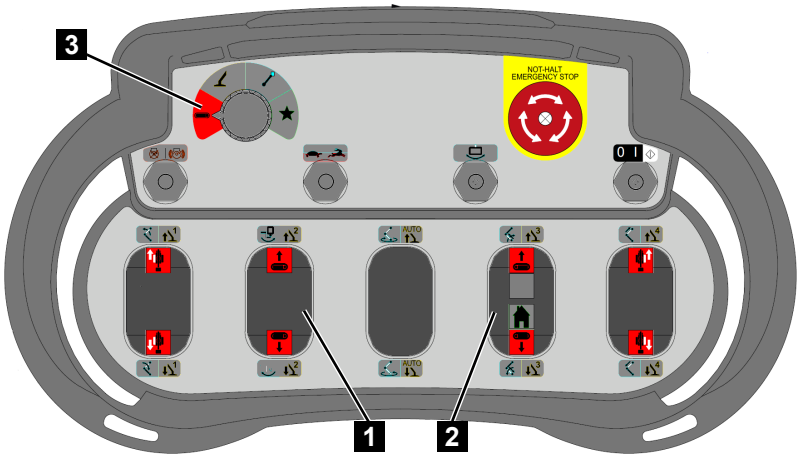

Fig. 117
2. Set the function selection switch on the control unit to *[crawler function]* (red) (Fig.117/3).
3. Use the control levers (Fig.117/1 and 2) to operate the crawler chassis as per the following table.